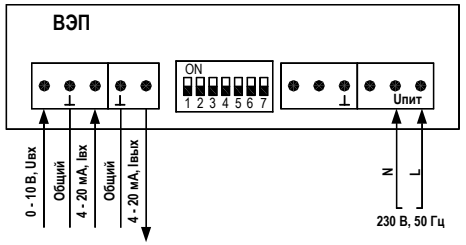

Рисунок 3.1 Схема подключения с управлением аналоговым сигналом.
- аналоговое 4-20мА или 0-10В (схема подключения рис. 3.1);